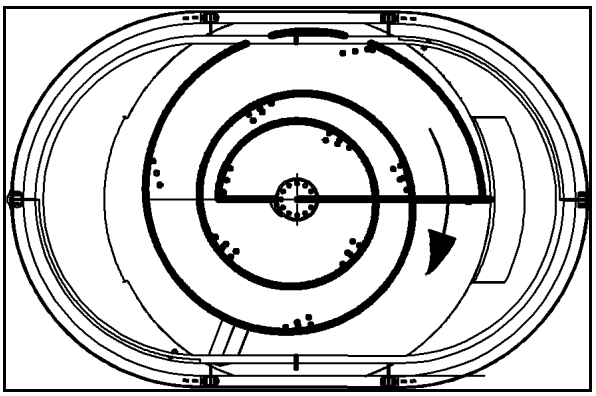

Fig 28
7. Kontrollera kuggväxelmotorns anslutning genom att jämföra blandarskruvens/arnas rotationsriktning med rotationsriktningen enligt Fig 28.
- 7.1 Om blandarskruvens/arnas rotationsriktning avviker från rotationsriktningen enligt Fig 28 ska rotationsriktningen korrigeras genom att två faser bytas om.